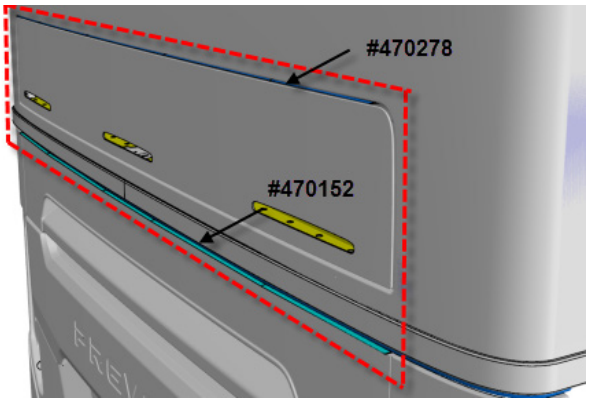

FIGURE 42
2. See on **FIGURE 42** where each drip edge will be positioned. The drip edges will be fastened on the vehicle body, **not on** the ATS access hatch.
5. Clean dirt on the area located right above the ATS access hatch and the area where the lower drip edge will be installed (FIGURE 42). It is very important to install the drip edges on a clean surface to ensure water tightness.